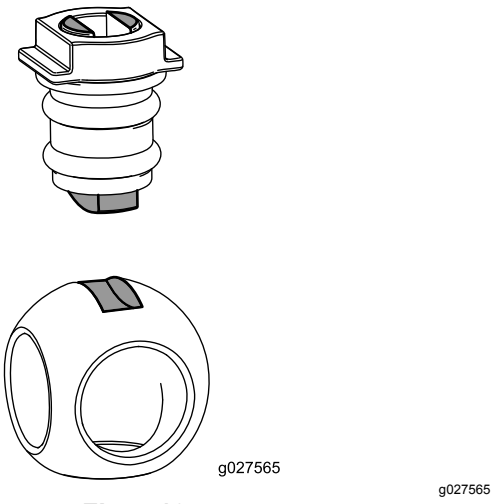

**Figur 125**
6. Sett kulen inn i ventilkroppen (Figur 125).
**Merk:** Ventilstammen skal passe i kuledrivhakket. Hvis ventilstammen ikke passer, må du bevege på kulen (Figur 125).